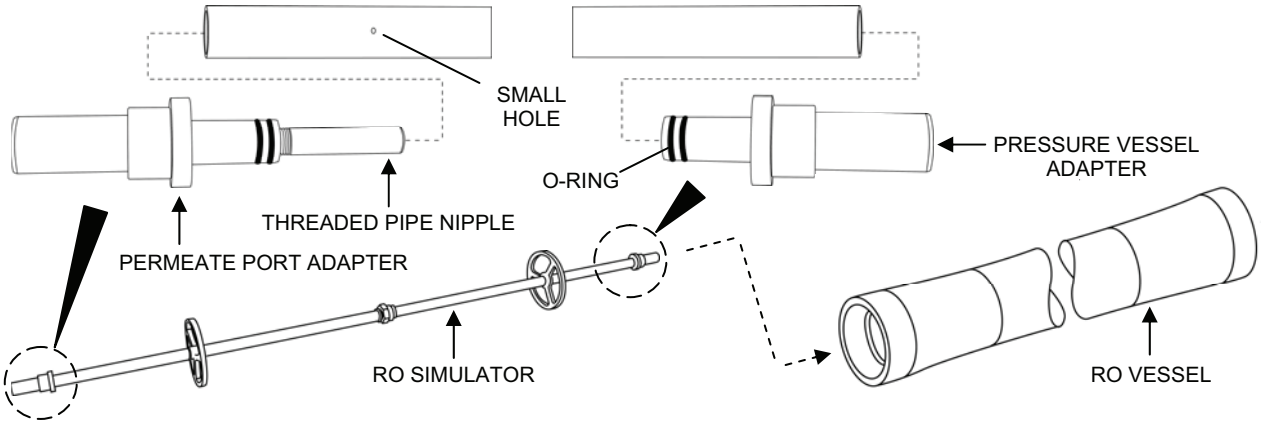

Figure 9. RO Element Simulator Installation.
3. Install an RO element simulator in each RO vessel as follows (Figure 9):